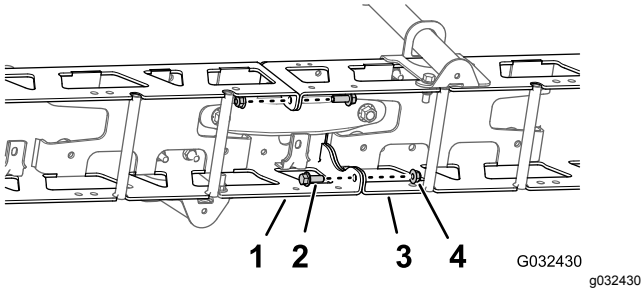

Figuur 50
1. Verwijder de 2 flenskopbouten (3/8 x 1") en 2 flensborgmoeren (3/8") waarmee de verticale flenzen van de linker en rechter frames bevestigd zijn (Figuur 50).